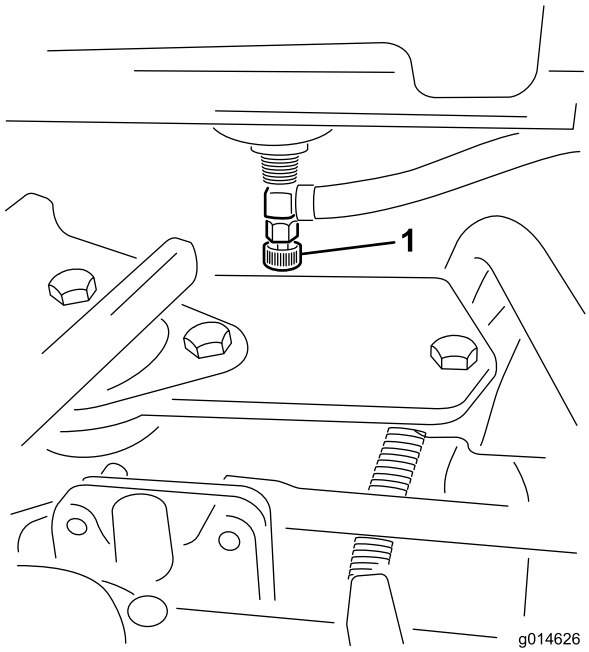

Figur 45
1. Luk brændstofafbryderventilen (Figur 45) under brændstoftanken.